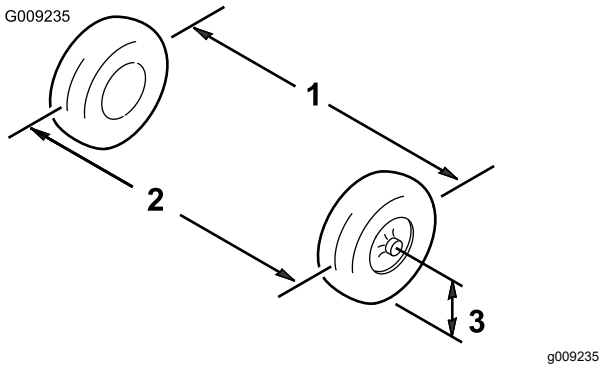

Figur 46
1. Mål afstanden mellem begge fordækkene ved akselhøjden ved både forsiden og bagsiden af fordækkene (Figur 46).